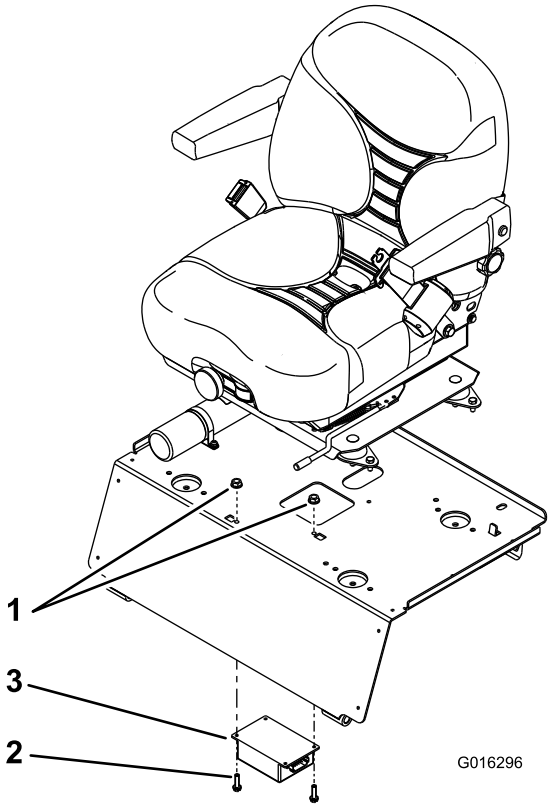

Figure 6
1. Placez la centrale clignotante à double fréquence sous le panneau de siège en l'alignant sur les trous du panneau (Figure 6).
2. Fixez la centrale clignotante à double fréquence au panneau de siège avec (2) vis à embase 10 x 3/4" (Figure 6).